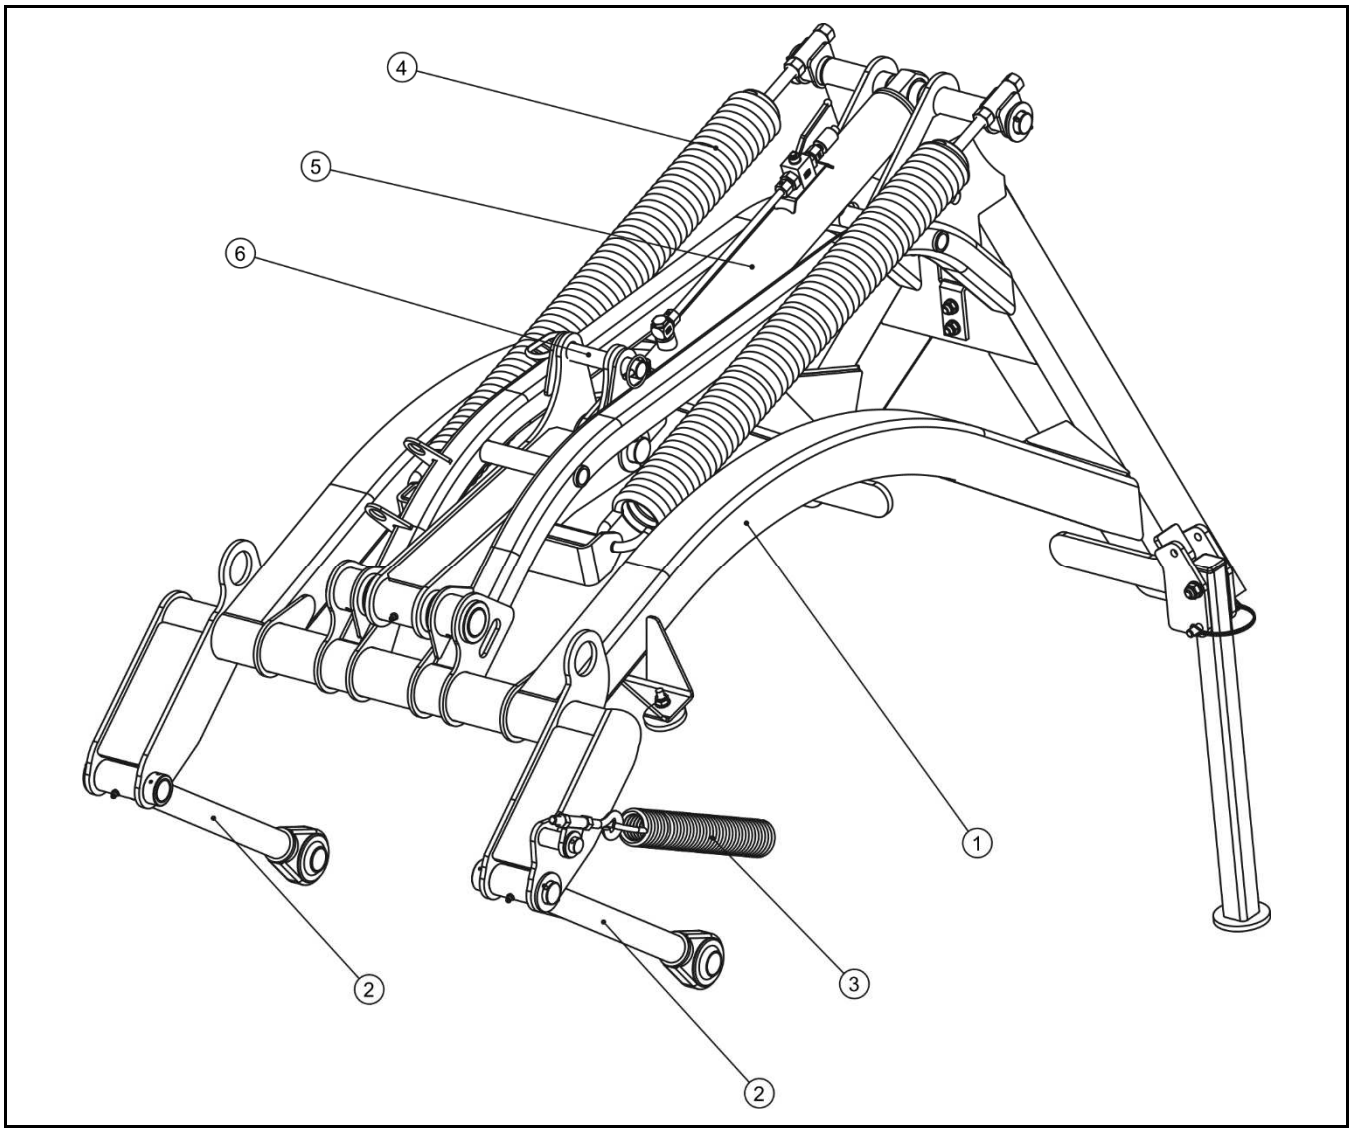

**РИСУНОК 3.2 Устройство системы навески**
*(1) рама навески, (2) тяга, (3) натяжная пружина, (4) разгрузочная пружина, (5) гидроцилиндр, (6) защита на время транспорта*
Система навески косилки (РИСУНОК 3.2) состоит из рамы навески (1), к которой при помощи вращающихся шкворней крепятся тяги (2), поддерживающие главную раму с режущим аппаратом. Пружина (3) служит для уменьшения нагрузки на левую сторону косилки и для обеспечения равномерного нажима режущего бруса на почву. Для обеспечения соответствующего нажима режущего бруса на основание машина оснащается двумя мощными горизонтальными разгрузочными пружинами (4). Пружины закрепляются параллельно на цапфах рамы навески. Система регулировки натяжения пружин позволяет отрегулировать оптимальный нажим режущего бруса на основание в зависимости от типа почвы, скашиваемой зеленой массы и т.п. Гидроцилиндр (5)